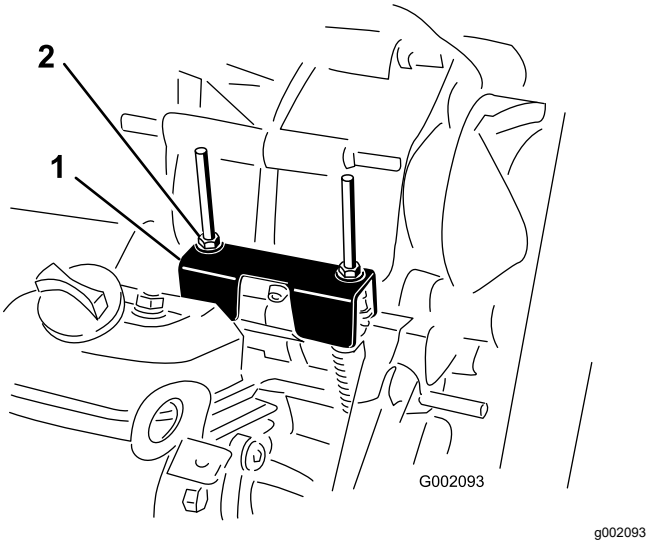

Figuur 64
Als u routine-onderhoudswerkzaamheden uitvoert en/of de motor test, moet u de transaxle in de NEUTRAALSTAND zetten (Figuur 64). De machine heeft een NEUTRAALSTAND op de schakelhendel, waarmee u de transaxle in de neutraalstand kunt zetten. Om ervoor te zorgen dat de schakelhendel de transaxle naar behoren in de neutraalstand zet, moet u de volgende stappen uitvoeren:
2. Zet de beugel van de neutraalstand in NEUTRAAL (horizontaal ten opzichte van de montagebeugel van de kabel die zich onder de schakelbeugel bevindt) door de aangedreven koppeling te draaien (Figuur 64).
3. Draai een van de borgmoeren (Figuur 64) om een speling van 0,762 tot 1,524 mm te verkrijgen tussen de onderkant van de moer/ring en de beugel van de neutraalstand.